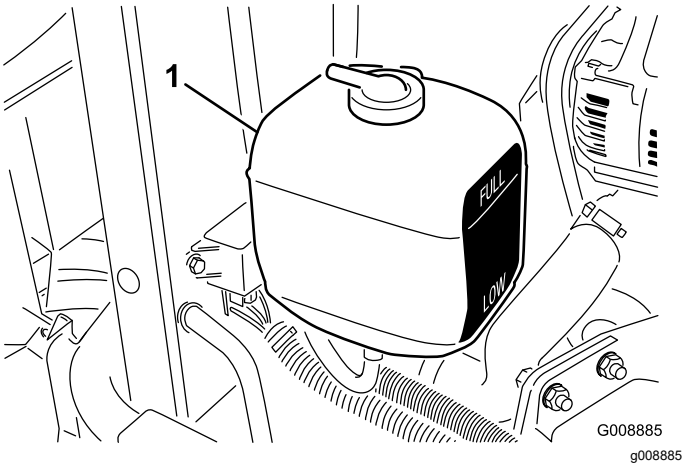

Figur 61
2. Kontroller kølervæskestanden i ekspansionsbeholderen (Figur 61). Med en kold motor skal kølervæskestanden være ca. midt imellem mærkerne på siden af beholderen.